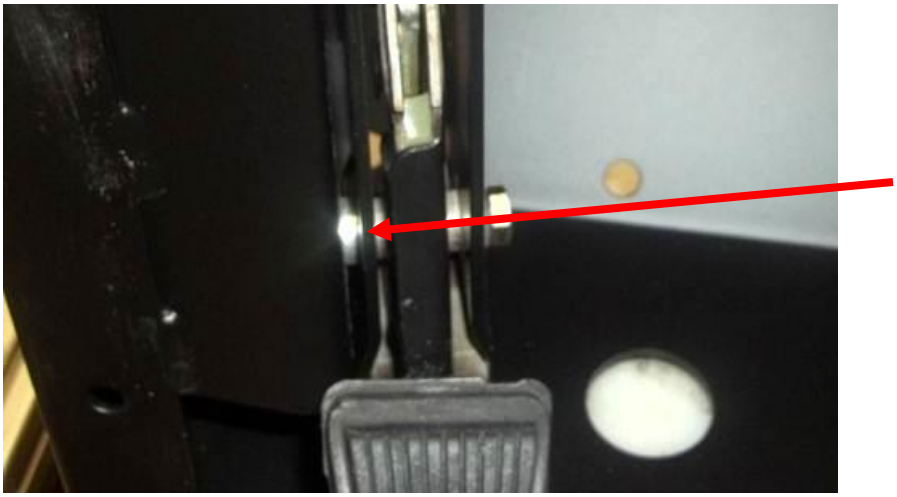

Fig 15
16. Installation is in reverse order. Ensure spacer (Fig. 15) retained in Step 6 is placed between box assembly and park brake to prevent damage to assembly when installing lower mounting bolt. Torque park brake assembly 5/16-18 mounting bolts to 150-200 in-lbs.